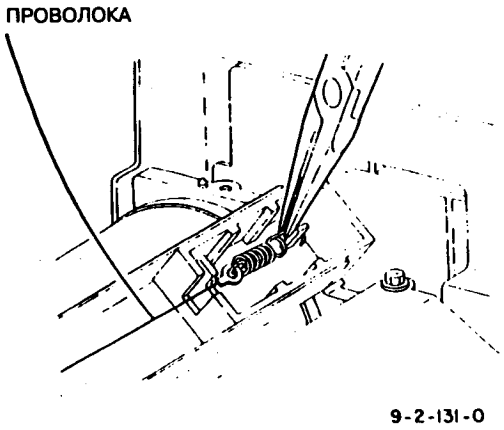

Рис.2 Снятие проволоки коротрона зарядки
5. Снять проволоку и пружину коротрона зарядки (рис.2).